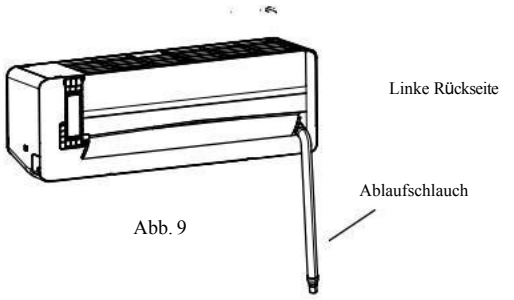

Abb. 9
2. Anschluss der linken hinteren Rohrleitung (ähnlich der linken unteren Rohrleitung) (optional, siehe Abb. 9).
- Die untere Abbildung zeigt die Position des Ablaufschlauchs, siehe Abb. 9.